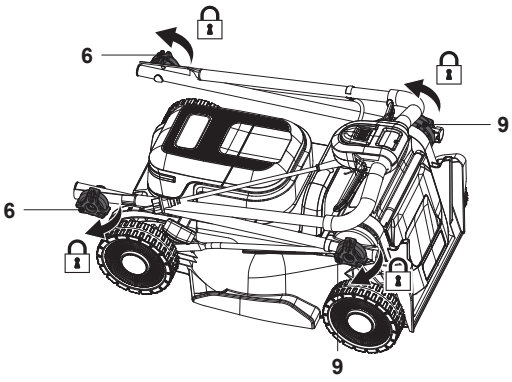

Fig. 23
8. Pour gagner de la place, il est également possible de replier le guidon supérieur, de fixer les raccords en tournant les quatre boutons de serrage (6, 9) afin d'éviter toute dispersion avant le rangement à la verticale (Fig. 23).